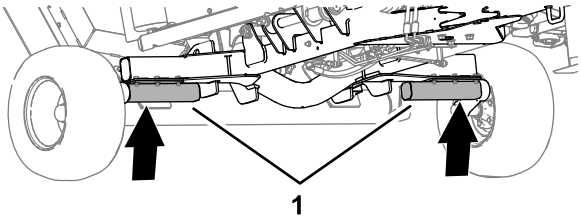

Rysunek 45
1. Podnieś kosiarkę za półosie, jak pokazano na Rysunek 45.